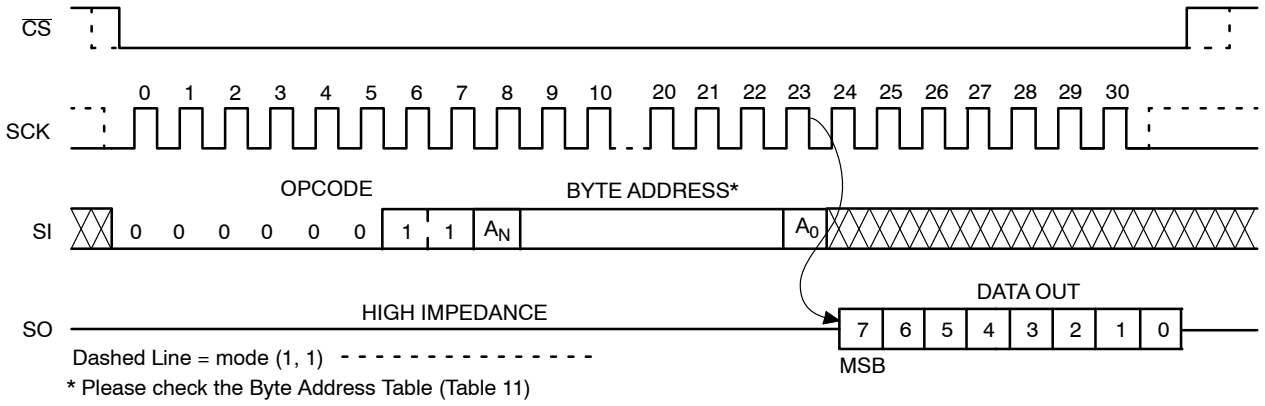

Figure 8. READ Timing
After receiving the last address bit, the NV25xxx will respond by shifting out data on the SO pin (as shown in Figure 8). Sequentially stored data can be read out by simply continuing to run the clock. The internal address pointer is automatically incremented to the next higher address as data is shifted out. After reaching the highest memory address, the address counter "rolls over" to the lowest memory address, and the read cycle can be continued indefinitely. The read operation is terminated by taking $\overline{CS}$ high.
Reading the additional 64−byte Identification Page (IP) is achieved using the same Read command sequence as used for Read from main memory array (Figure 8). **The IPL bit from the Status Register must be set (IPL = 1) before attempting to read from the IP.** The [A4:A0] are the address significant bits that point to the data byte shifted out on the SO pin. If the CS continues to be held low, the internal address register defined by [A4:A0] bits is automatically incremented and the next data byte from the IP is shifted out. The byte address must not exceed the 64−byte page boundary.